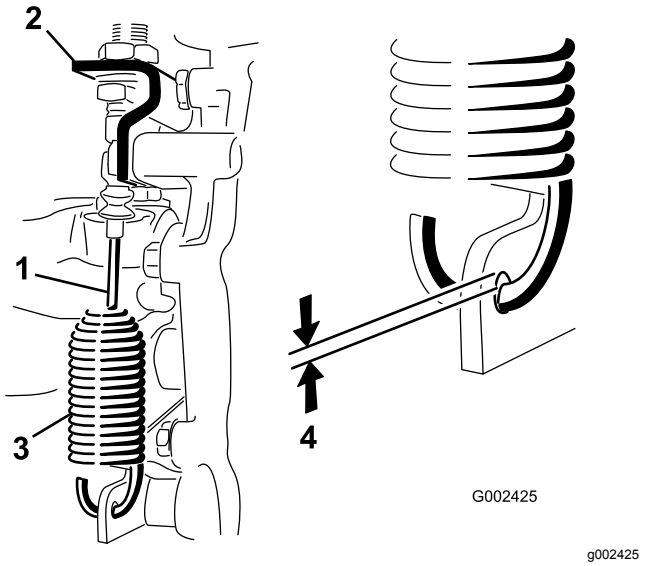

**Figuur 47**
2. Draai de contramoeren los waarmee de kabel van de differentieelvergrendeling vastzit aan de beugel op de transaxle (Figuur 47).